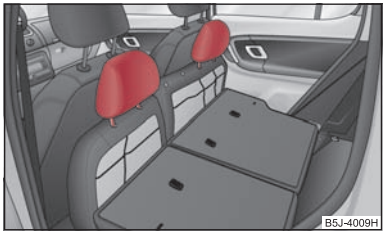

Fig. 54 Asientos traseros: Apoyacabezas en las banquetas de los asientos
– Los reposacabezas se pueden insertar en las correspondientes aberturas del banco de asiento abatido hacia delante ⇒ fig. 54.